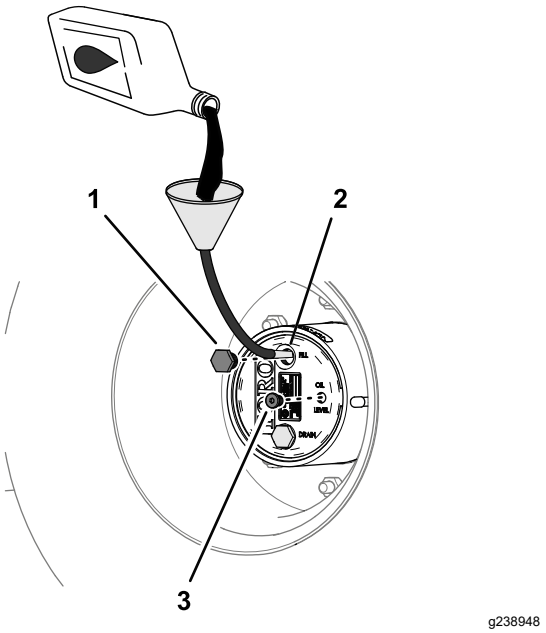

**Figur 93**
4. Om smörjmedelsnivån är låg ska du ta bort påfyllningspluggen och fylla på med det angivna smörjmedlet tills smörjmedlet rinner ut ur kontrollpluggshålet (Figur 93). Se Smörjmedelsspecifikation för planetväxeln (sida 68).
6. Sätt tillbaka påfyllningspluggen och kontrollpluggen (Figur 93).
1. Häll försiktigt det angivna växelsmörjmedlet i påfyllningsplugghålet. Se Figur 93 i Kontrollera planetväxelsmörjmedlet (sida 68).
3. Sätt tillbaka påfyllningspluggen och kontrollpluggen. Se Figur 93 i Kontrollera planetväxelsmörjmedlet (sida 68).